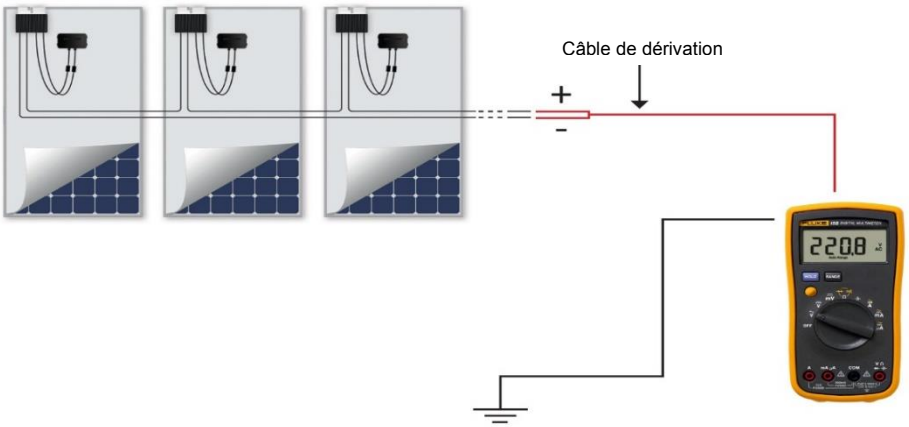

Figure 2 : Connexion du testeur d'isolement à la chaîne PV
4. Testez la *résistance de la chaîne* à l'aide du testeur d'isolement (voir Figure 2) :